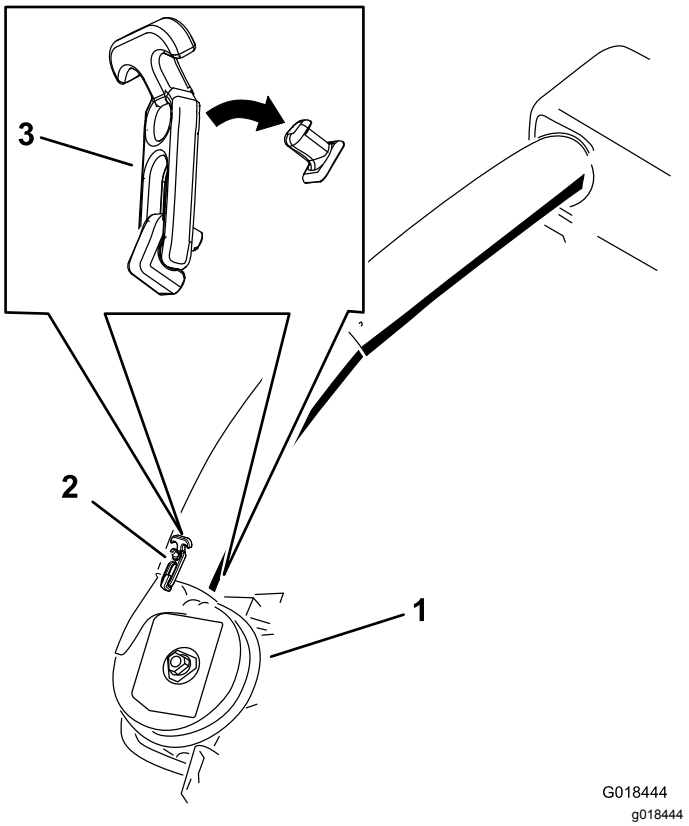

Figur 28
6. Använd båda spärrarna för att fästa det nedre röret vid blåsarenheten (Figur 28).
21. Använd båda spärrarna för att fästa det nedre röret vid blåsarenheten (Figur 28).